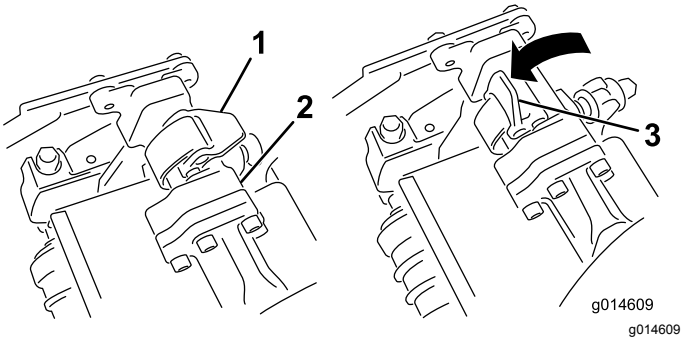
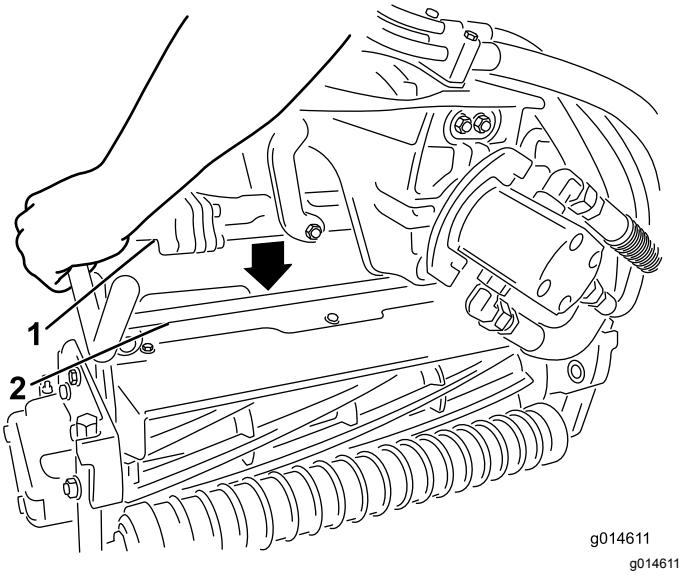

Rysunek 29
Rysunek 30
3. Gdy zapadki na pręcie ramienia podwieszonego skierowane są ku górze (tzn. gdy są otwarte) (Rysunek 29), popchnij ramię podwieszone w dół, tak aby pręt dopasował się do innego pręta w górnej części zespołu tnącego (Rysunek 30).
4. Zamknij zapadki wokół pręta zespołu tnącego, a następnie zablokuj je na swoim miejscu(Rysunek 29).
4. Otwórz zapadki na pręcie ramienia podwieszonego demontowanego zespołu tnącego (Rysunek 29).